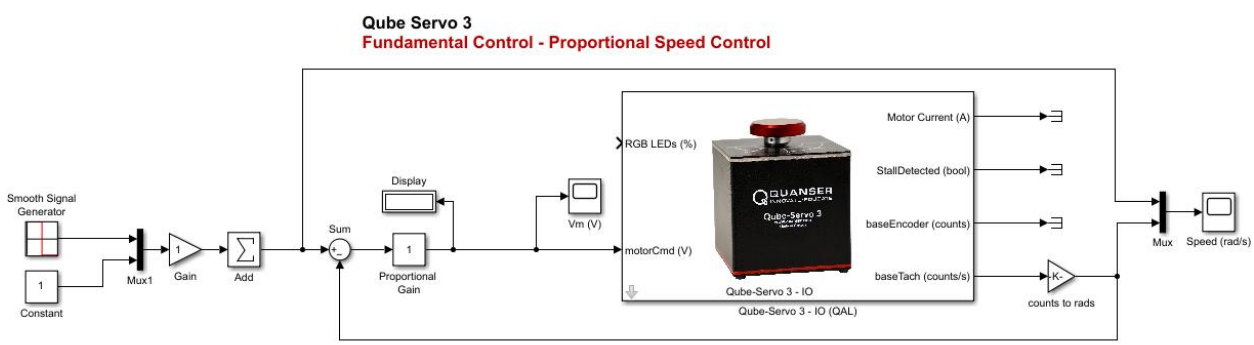

Figure 6: Unity feedback position control for the Qube-Servo 3
27. Open the qs3_proportional_speed.slx file, as shown in Figure 6. Update the gains to convert tach counts/s into rads/s from the instrumentation labs.
28. Add a `Smooth Signal Generator` block and configure it to output a square wave with amplitude of 1 and frequency of 0.2 Hz. Connected as shown in Figure 6. The `Gain` and `Add` blocks make sure that your signal after the `Add` will be a square wave from 0 to 2*`Gain`.